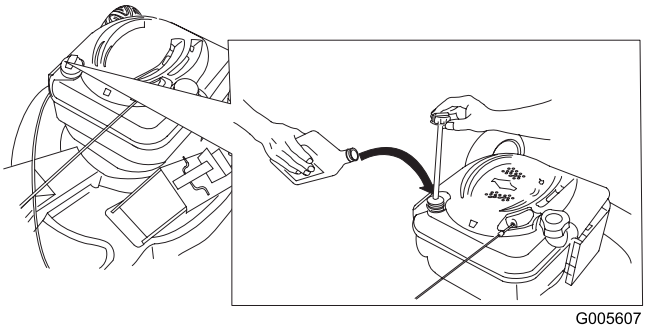

Figuur 9
1. Verwijder de peilstok (Figuur 9).